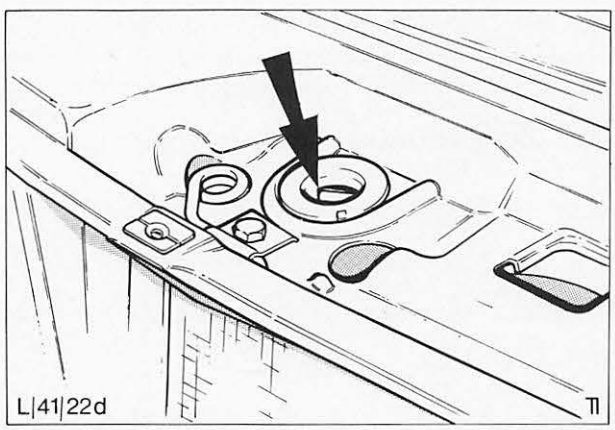

Abb. 29 Vorgeschriebene Schenkelfederstellung bei spielfreiem Haubenzug
2. Haubenzug wie erforderlich durch die Klemmschelle verschieben, bis das in Abb. 29 gezeigte Einstellmaß der Schenkelfeder erreicht wird.
4. Schloßdorn mittig zur Aufnahme einstellen, Abb. 29. (Die Käfigmutter in der Haube hat einen Verstellbereich von 3 mm.)